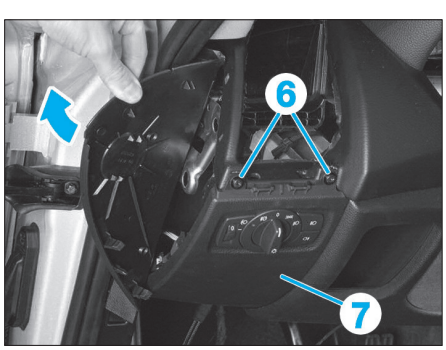

Fig. 42
• Dégrafer le cache gauche de la planche de bord comme illustré **(Fig.42)**.